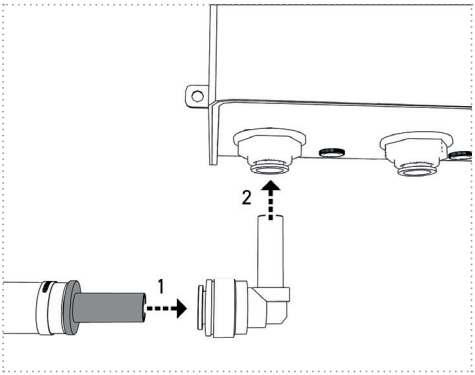

Figure 10b
b. dans les « connecteurs coudés 3/8" » inclus dans le contenu de la livraison et ensuite dans l'unité UV (figure 10b).